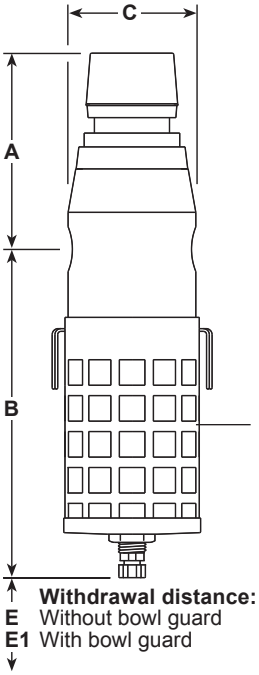

Fig. 2
3.3.2 Adequate space should be provided around the unit to allow easy access for routine servicing requirements (see Figures 2 and 3 for withdrawal distances).